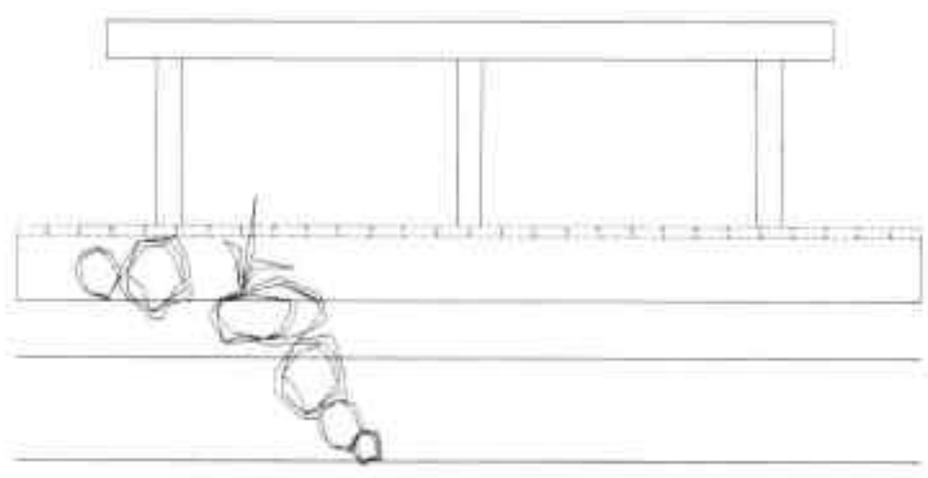

图20-89 绘制其他石块造型
Step 09 按照以上绘制石块的方法，绘制多个石头造型和植物造型，如图 20-89 所示。